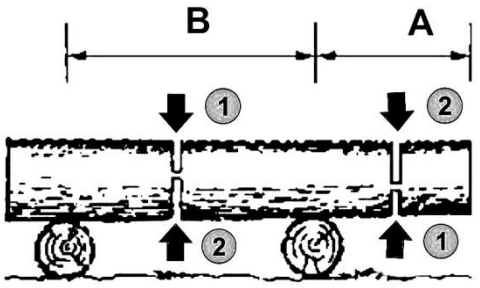

Rys. 17
- Drzewo umieszczone na podporach **(Rys. 17)**: